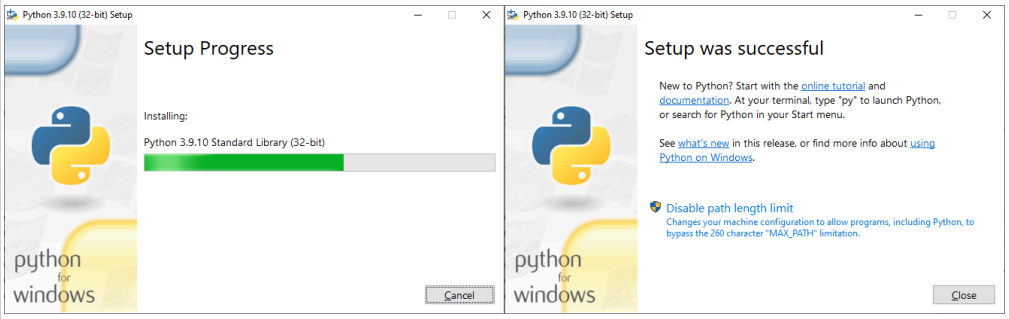

Figure 81. Python 3.9.x 32 bit installation completed
3. Wait a few seconds until the installation is completed as indicated in Figure 81